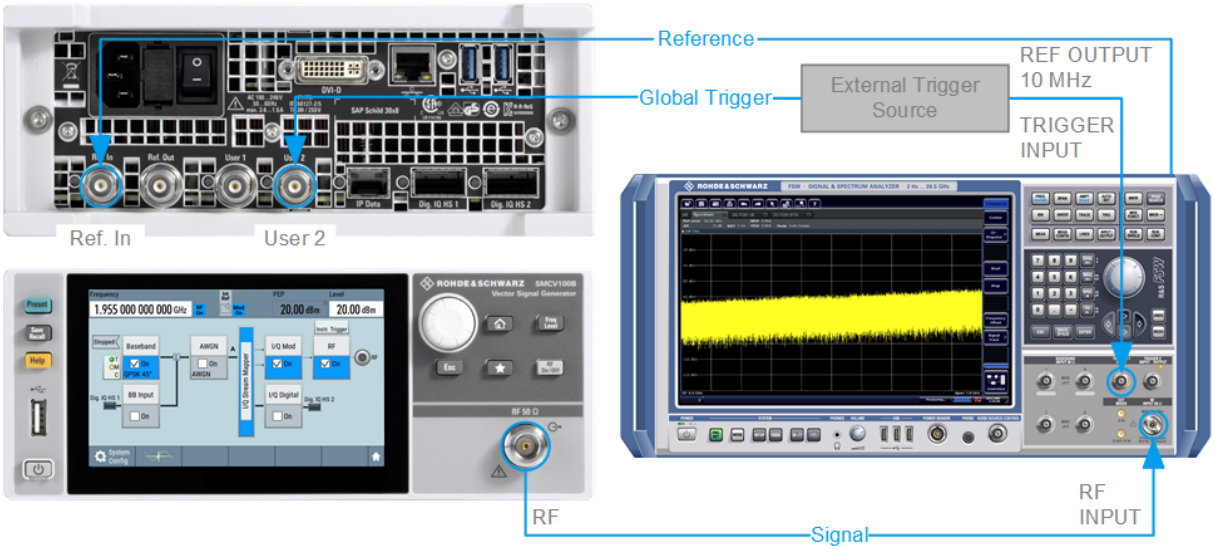

Figure 6-6: Simplified representation of a test setup*
1. Use a suitable cable to connect the external trigger source to the User 2 connector of the R&S SMCV100B. See Figure 6-6.
The Figure 6-6 depicts the location of the connectors and explains the connection as principle. In practice, you would rather "substitute" the analyzer by a DUT, like a base station (BS).